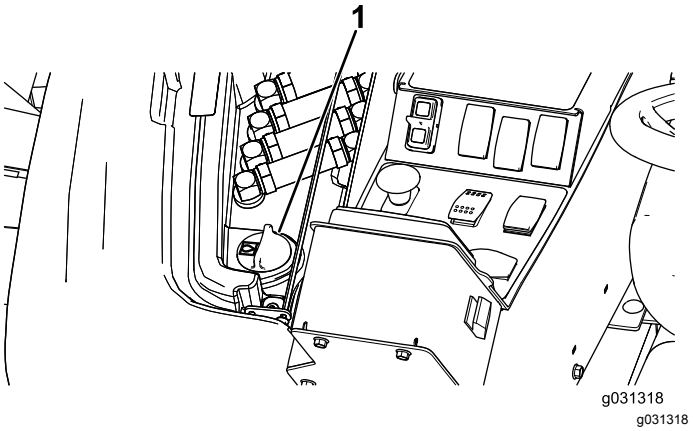

Figur 120
2. Höj upp åtkomstpanelen på maskinens högra sida så att hydraultanklocket syns (Figur 120).
3. Gör rent omkring påfyllningsröret och hydraultanklocket (Figur 120).